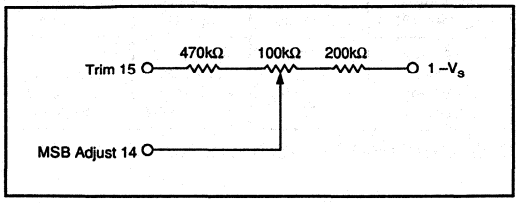

FIGURE 4. MSB Adjust Circuit.
NOTE: (1) MSB error (Bipolar Zero differential linearity error) can be adjusted to zero using the external circuit shown in Figure 4.
To statically adjust DLE at BPZ, refer to the circuit shown in Figure 4 or the PCM61P connection diagram.